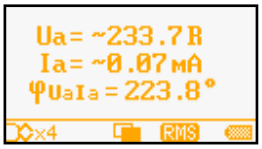

Рисунок 30 – Кадр подменю
6.4.5.5 Вторая страница (рисунок 30) содержит результаты измерений тока, напряжения и угла между измеряемыми векторами.